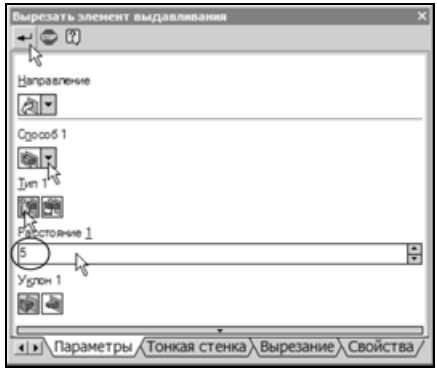

Рис. 8.118
- Примените к эскизу операцию **Вырезать выдавливанием** способом **До поверхности**. Дополнительно в группе **Тип 1** включите кнопку **До объекта**, а в поле **Расстояние 1** введите значение 5 (рис. 8.118). В качестве поверхности укажите обратную плоскую грань детали.